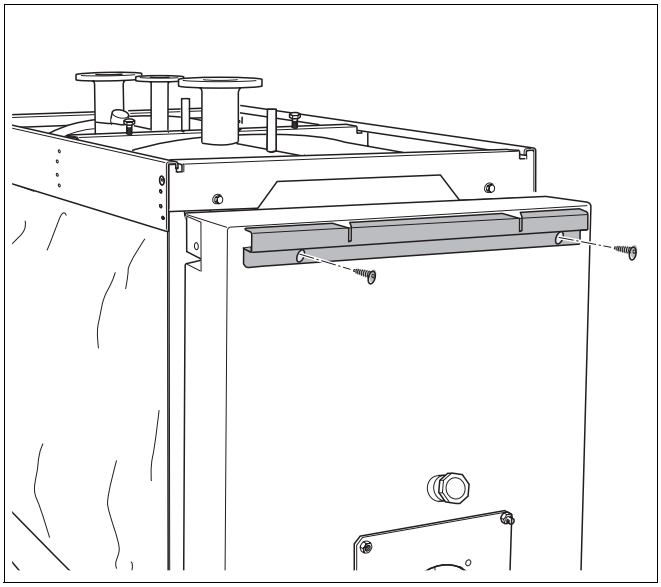

Рис. 26 Закрепление траверс
- Закрепить траверсу 2 самонарезающими винтами M5x10 на отопительном котле (рис. 26).